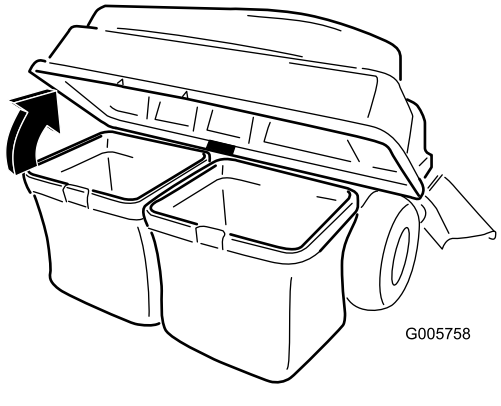

Figur 32
3. Åpne (hev) oppsamlertoppen (Figur 32).